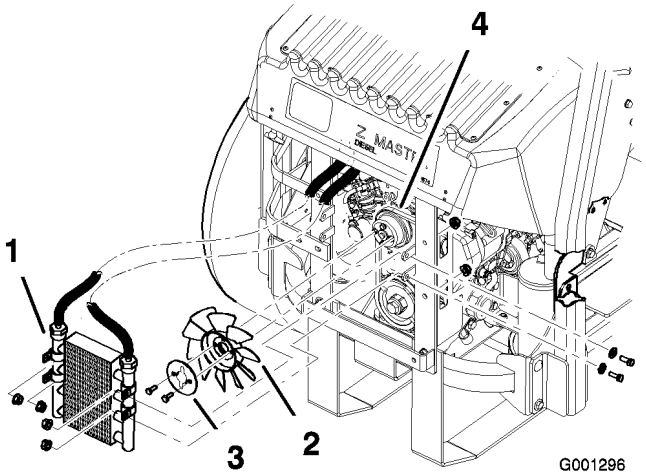

Figur 62
5. Fjern de fire bolte, der fastholder oliekøleren, og placer oliekøleren på siden (Figur 62).
6. Fjern de to bolte, der fastholder ventilatoren og ventilatorpladen på maskinen (Figur 62).
10. Monter ventilatoren og ventilatorpladen på maskinen med de to bolte, der tidligere blev afmonteret (Figur 62).
11. Monter oliekøleren med de 4 bolte, som du tidligere afmonterede (Figur 62).